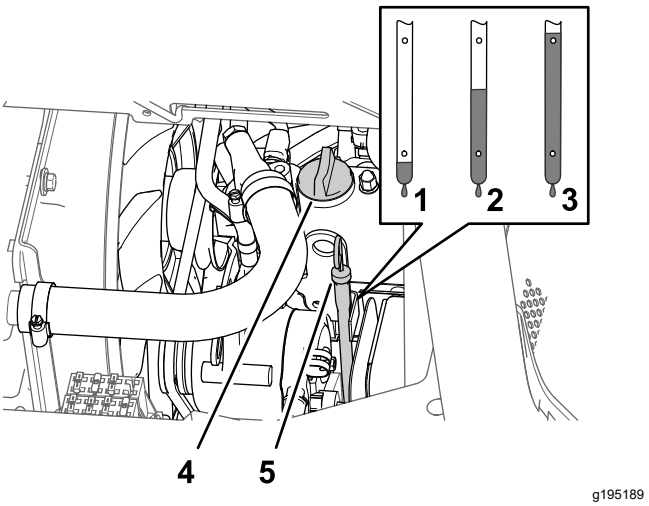

Bild 80
5. Nehmen Sie den Ölfülldeckel vom Füllstutzen an der Ventilabdeckung des Motors (Bild 80) ab und gießen Sie ungefähr 80% der angegebenen Ölmenge langsam in den Füllstutzen.
6. Nehmen Sie den Peilstab heraus und lesen den Ölstand im Motor ab (Bild 80).
7. Gießen Sie langsam weiteres Öl der angegebenen Sorte ein, um den Ölstand bis zur Voll-Markierung am Peilstab anzuheben (Bild 80).
8. Bringen Sie den Ölfülldeckel in den Füllstutzen und den Peilstab in das Peilstabrohr (Bild 80).